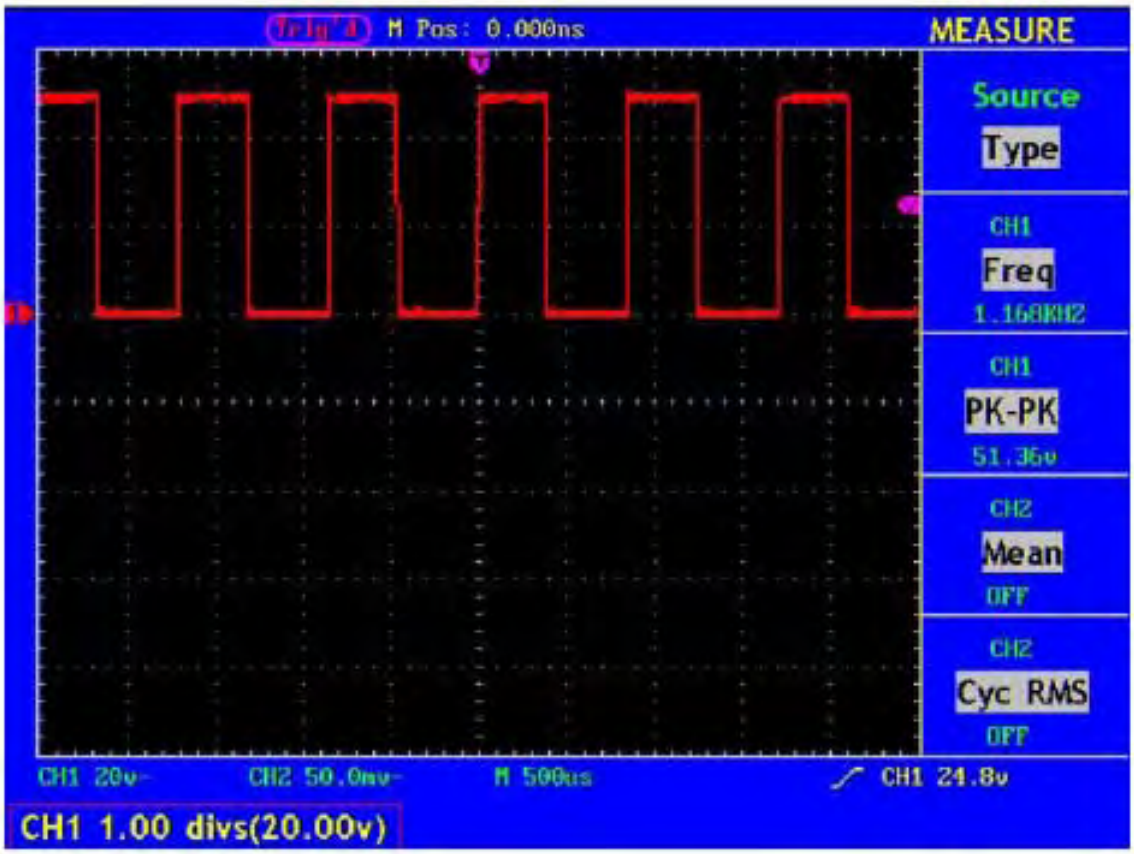

Abb. 20 Informationen zur vertikalen Position
3. Wenn die vertikale Position der Wellenform des Kanals eingestellt wird, zeigt der Bildschirm die Informationen zur vertikalen Position in der linken unteren Ecke an (siehe Abb. 20).